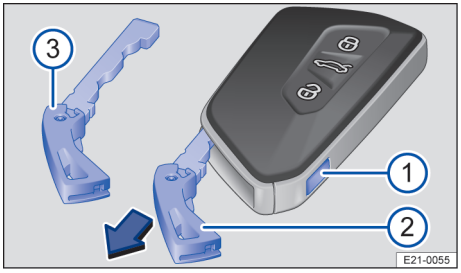

Fig. 51 Clé du véhicule : déverrouillage de la clé de secours
Sur les véhicules équipés du système d'ouverture sans clé, la clé du véhicule comporte une clé de secours → fig. 51 ③ permettant de verrouiller et de déverrouiller le véhicule manuellement.